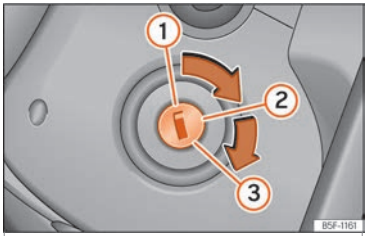

Fig. 132 Ignition key positions.
Key positions ››› Fig. 132
- Turn the key to position ››› Fig. 132 ②.
- Keep turning the key to position ››› Fig. 132 ③ without stepping on the accelerator.
- Once the engine starts, release the key. When it is released, the key returns to position ②.
• *Vehicles with ignition locks:* Turn the key to position ››› Fig. 132 ①.